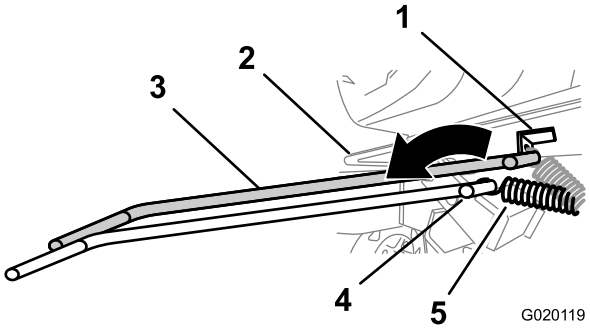

Figure 59
6. Using a spring-removal tool (Toro part 92-5771), remove the spring from the anchor bracket on the engine deck (Figure 59).
7. Using a spring-removal tool, (Toro part 92-5771), install the tension spring to the anchor bracket on the engine deck (Figure 59).